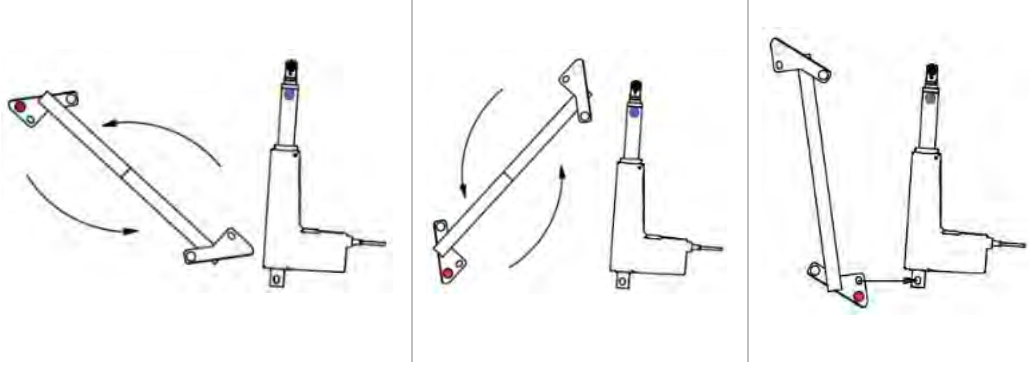

FIG. 6
3.4 Flip actuator mount 180-degrees as shown (FIG. 6), and then replace actuator by aligning oblong hole in actuator mount between slotted tabs on actuator.